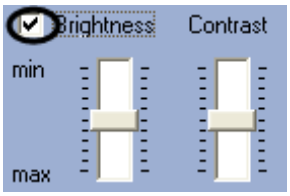

Figure 8.4-17 Activeted manual adjustment mode is activated
5. To go to the manual brightness and contrast adjustment mode, check the checkbox next to the“Brightness” and “Contrast” sliders (Figure 8.4-17). In this mode brightness and contrast settings are changed by moving the corresponding sliders.